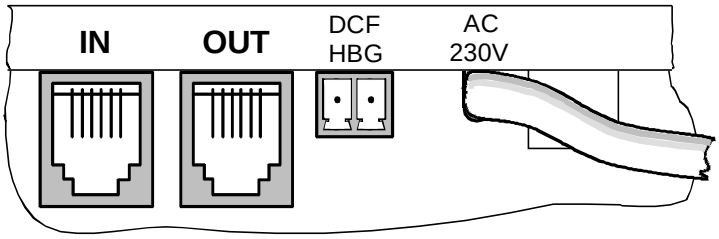

Fig. 6
- Le récepteur radio (DCF / HBG / MSF 450 (4500) doit être raccordé à la borne d'alimentation désignée par DCF / HBG (voir fig. 6).